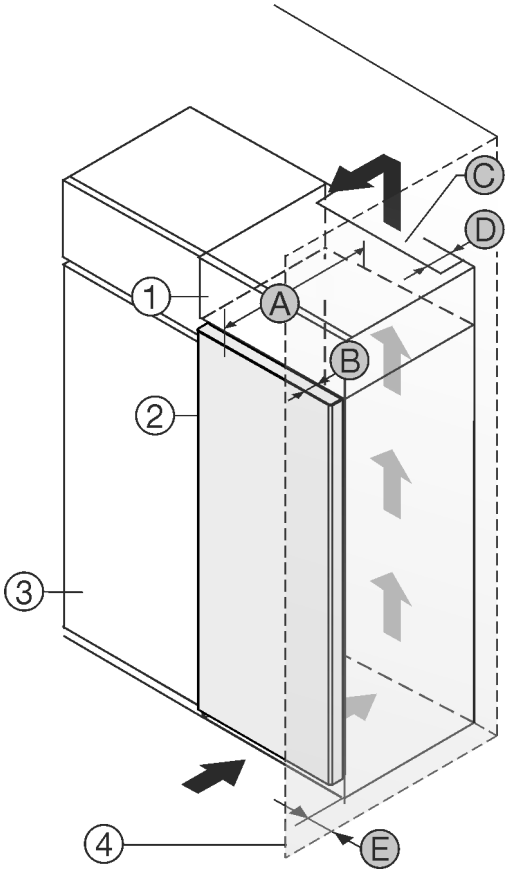

Fig. 1
Set up the appliance directly next to the kitchen cabinet *Fig. 1 (3)*.*
At the back of the top cabinet, there must be an air outlet shaft with the depth *Fig. 1 (D)* spanning the entire width of the cabinet.
The ventilation cross-section *Fig. 1 (C)* must be maintained under the ceiling.
If the appliance is set up with the hinges next to a wall *Fig. 1 (4)*, the distance between the appliance and the wall must be at least 13 mm.
The appliance must protrude by the depth of the door *Fig. 1 (B)* from the front of the cabinet so that the doors can be opened fully. The appliance may protrude further depending on the depth of the kitchen cabinets *Fig. 1 (3)* and whether wall spacers are used.*